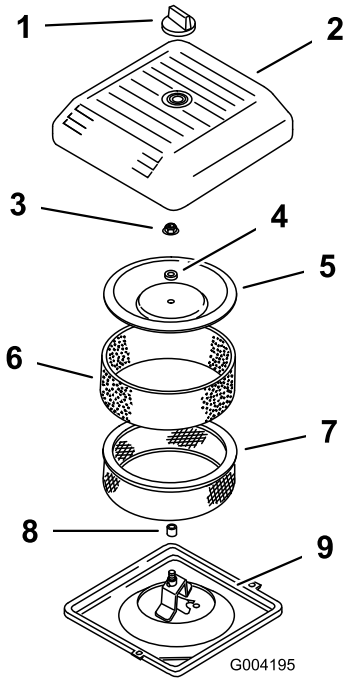

Figur 43
3. Skru knappen af, og fjern luftfilterdækslet (Figur 43).
4. Skub forsigtigt skumforfilteret ud af papirindsatsen (Figur 43).
5. Skru dækselmøtrikken af og fjern dækslet, afstandsbøsningen og papirfilteret (Figur 43).
2. Placer luftfilteret på luftfilterfoden (Figur 43).
3. Monter dækslet og afstandsklodsen og fastgør det med dækselmøtrikken (Figur 43). Tilspænd møtrikken til 11 Nm.
4. Monter luftfilterdækslet, og fastgør det med knappen (Figur 43).